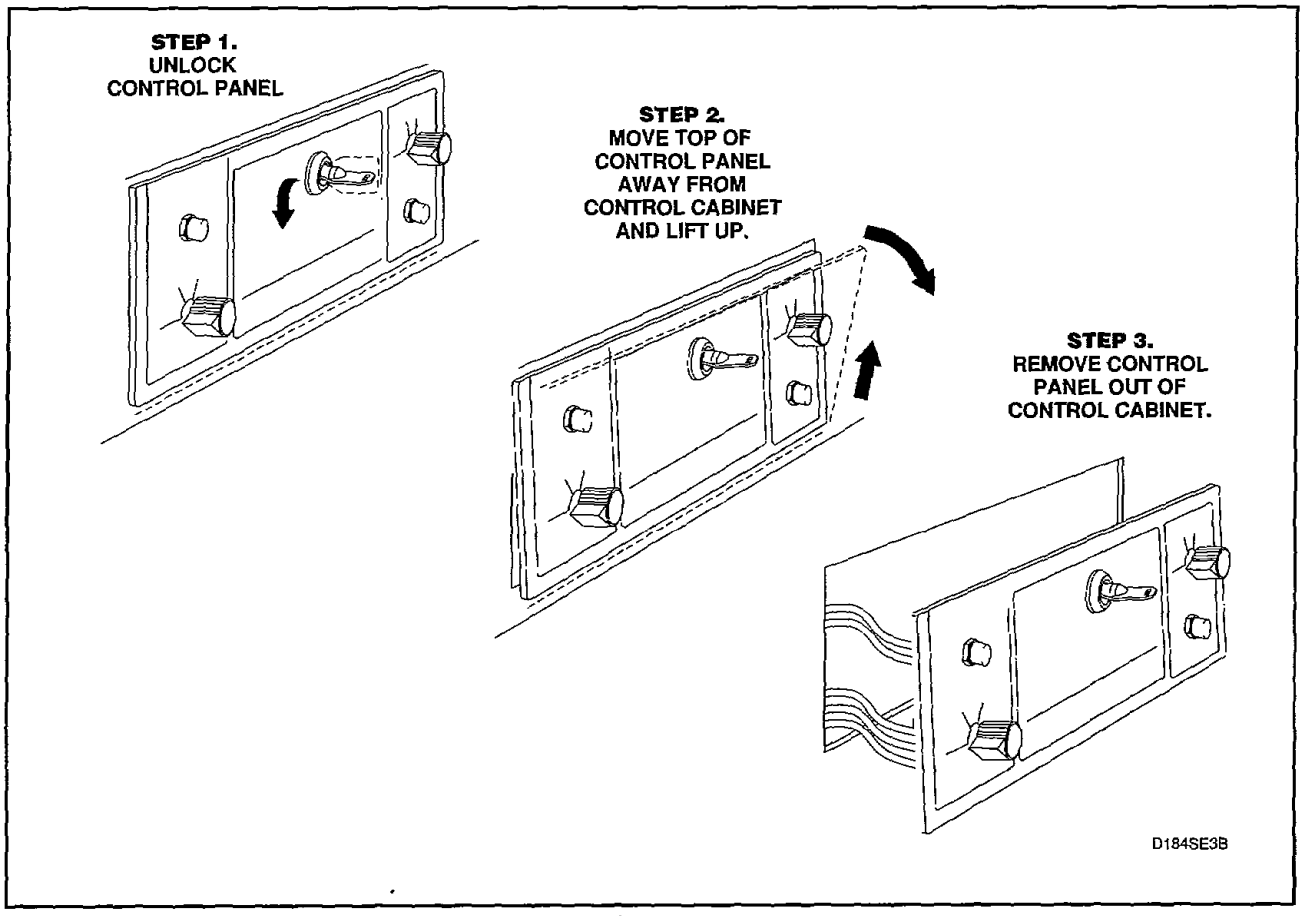

Figure 6
6. **CONTROL PANEL, TEMPERATURE SWITCH, PUSH-TO-START SWITCH AND INDICATOR LIGHT (Figure 6)**
a. Unlock control panel, *Figure 6, Step 1.*
b. Pull top of control panel away from control cabinet far enough to allow lifting the control panel up and off the rail support of the control cabinet, *Figure 6, Step 2.* Remove control panel away from control cabinet, *Figure 6, Step 3*
b. Pull top of control panel away from control cabinet far enough to allow lifting the control panel up and off the rail support on front of control cabinet, *Figure 6, Step 2.* Remove control panel away from control cabinet, *Figure 6, Step 3.*
a. Unlock control panel, *Figure 6.*
b. Pull top of control panel away from control cabinet far enough to allow lifting the control panel up and off the rail support of the control cabinet, *Figure 6, Step 2.* Remove control panel away from control cabinet, *Figure 6, Step 3.*
b. Pull top of control panel away from control cabinet far enough to allow lifting the control panel up and off the rail support of the control cabinet, *Figure 6 , Step 2.* Remove control panel away from control cabinet, *Figure 6, Step 3.*